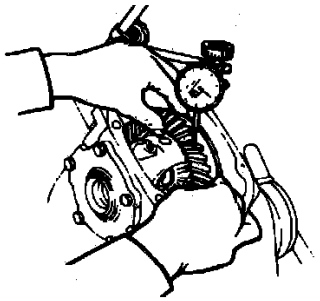

Fig. 15 Measuring Backlash
h. Recheck backlash between drive gear and pinion after readjusting shims, **Fig. 15.**